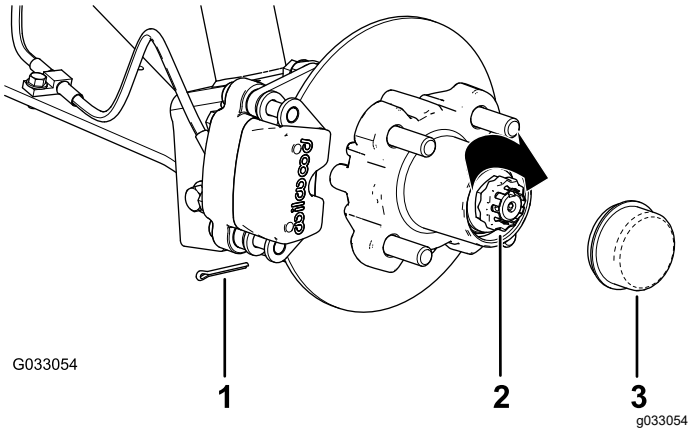

Figur 32
8. Monter holderen over møtrikken og kontroller justeringen af rillen i holderen og hullet i spindlen til låseclipsen (Figur 32).
9. Monter låseclipsen og bøj hvert ben omkring holderen (Figur 32).
10. Monter støvhætten på navet (Figur 32).